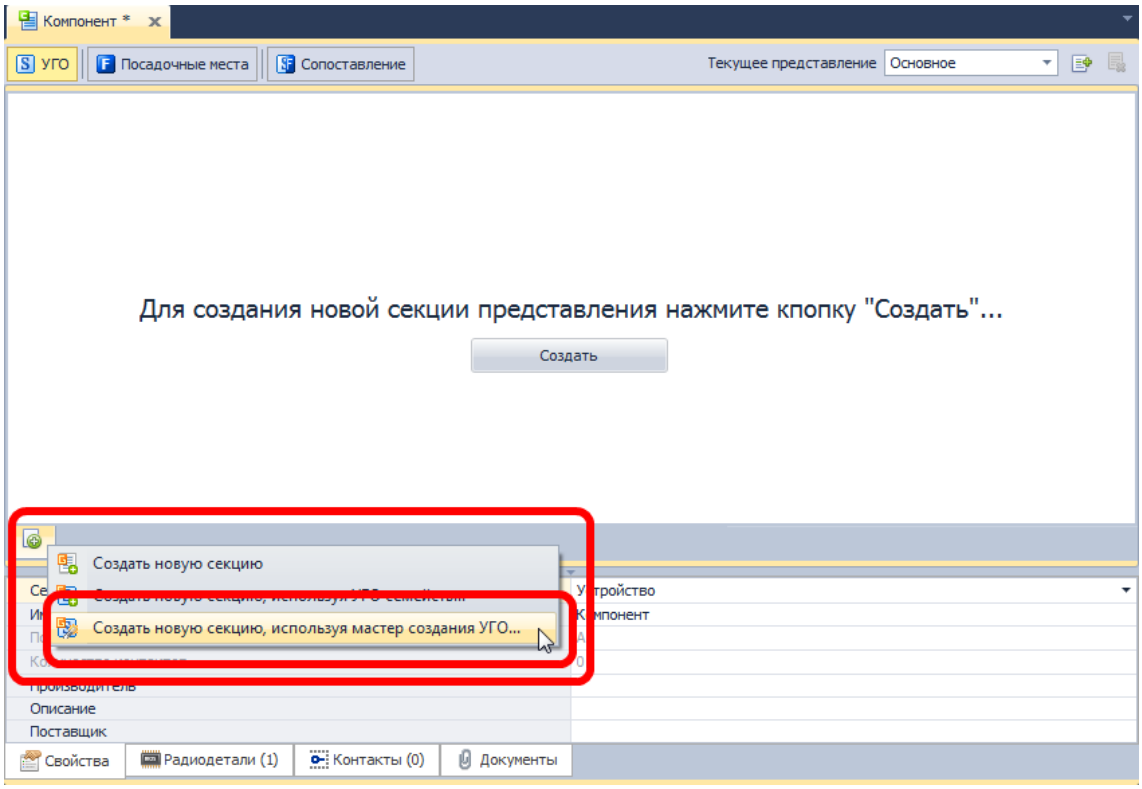

Рис. 249. Запуск мастера создания символов
1. Открыть контекстное меню на кнопке создания новой секции и выбрать пункт «Создать новую секцию, используя мастер создания УГО…», см. Рис. 249.